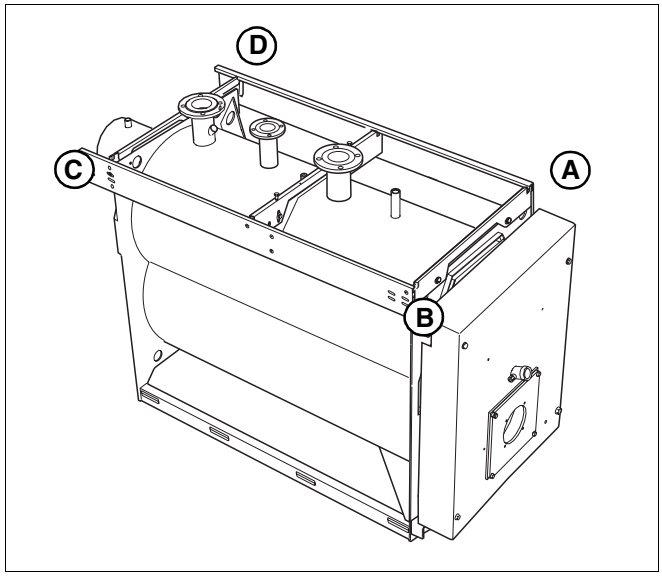

Rys. 18 Wyrównanie wzajemnego ustawienia lewego i prawego, bocznego profilu poprzecznego
- Wyrównać długość przekątnych lewego i prawego bocznego profilu poprzecznego z A do C i z B do D (rys. 18). W razie konieczności przesunąć jeden z profili bocznych i skręcić poprzez otwory podłużne.